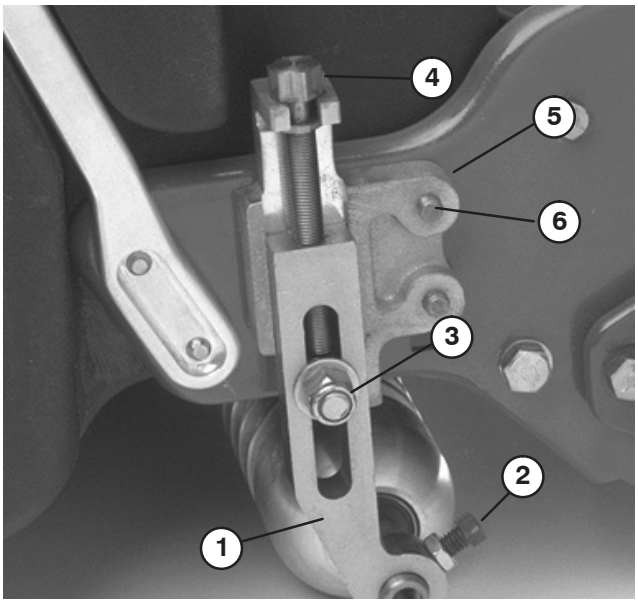

Figure 1
1. Loosen the jam nuts and set screws securing each end of the front roller to the height–of–cut arms (Fig. 1).
2. Remove the carriage bolts and locknuts securing the height–of–cut arms to the adjusting brackets (Fig. 1). Remove the height–of–cut arms and roller assembly.
3. On the Greensmaster 1600 only, remove the height–of–cut adjusting screws, jam nuts and set screws from the height–of–cut arms (Fig. 1).
On the Greensmaster 1000 only, remove the two taper face bolts securing the right and left height–of–cut brackets to the side plates (Fig. 1). Install the height–of–cut brackets to the opposite sides of the machine with the bolts removed. Use the rear sets of mounting holes in the side plates.